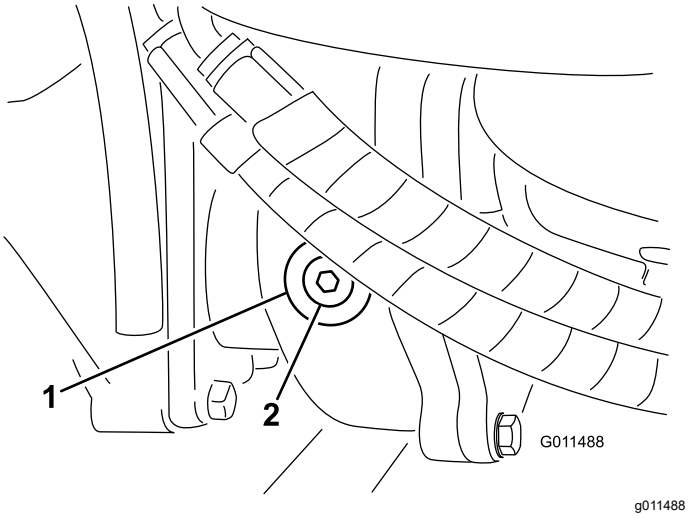

Рисунок 108
2. Снимите заливную/контрольную пробку с левой стороны редуктора (Рисунок 108) и убедитесь, что смазка доходит до низа отверстия. Если уровень масла низкий, долейте столько масла, чтобы довести его уровень до низа отверстия.